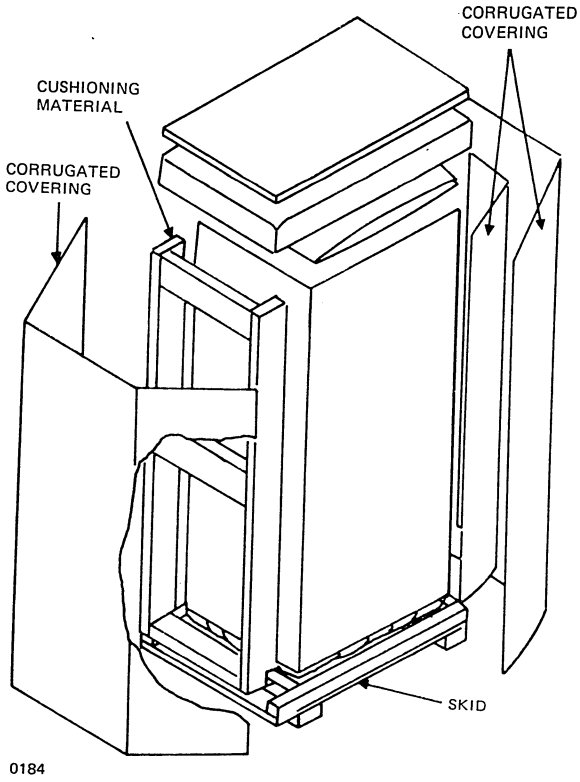

Figure 9-4. Magnetic Tape Transport and Cabinet Uncrating Diagram
3. Remove the corrugated covering, cushioning material, and plastic dust cover (figure 9-4).